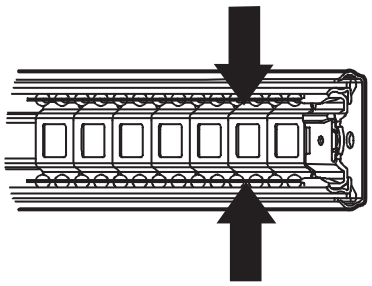

fig.6
4. Lubricate the drawer slides semi-annually with grease or an equivalent lubricant. Fig.6